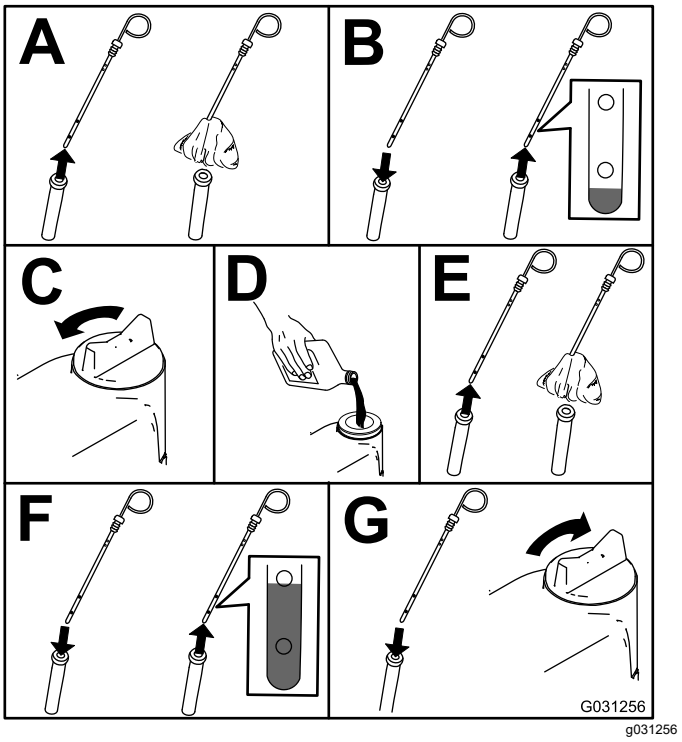

Figura 49
2. Controllate il livello dell'olio del motore; fate riferimento a Figura 49.